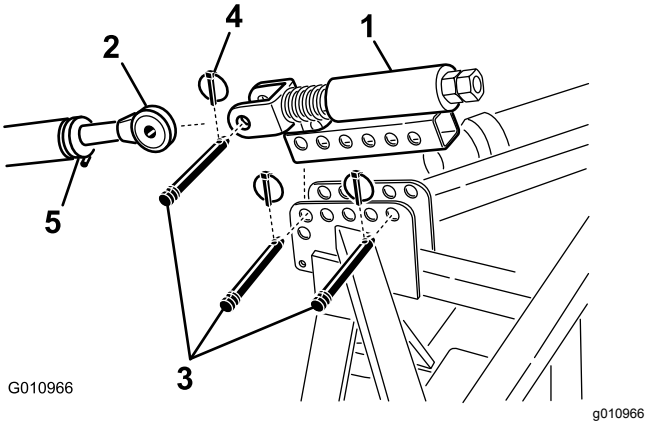

Figuur 9
1. Monteer de veerbelaste bovenste schakel aan de beugel van de beluchter met twee draaipennen en lynchpennen (Figuur 9)
2. Draai de borgmoer op de bovenste schakel van de tractor los. Stel de lengte van de bovenste schakel af totdat deze is uitgelijnd met de gaffel op de veerbelaste bovenste schakel van de beluchter (Figuur 9).
3. Sluit de bovenste schakel van de tractor aan op de gaffel van de veerbelaste bovenste schakel en vergrendel met een draaipen en lynchpen (Figuur 9).
6. Draai de bovenste schakel totdat de veer met ongeveer 13 mm is samengedrukt (Figuur 9).